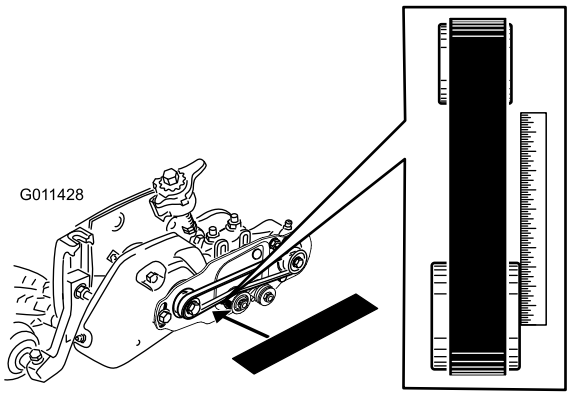

Figura 33
- Disponha uma régua de traçar ao longo da face externa da **polia de** transmissão (Figura 33).